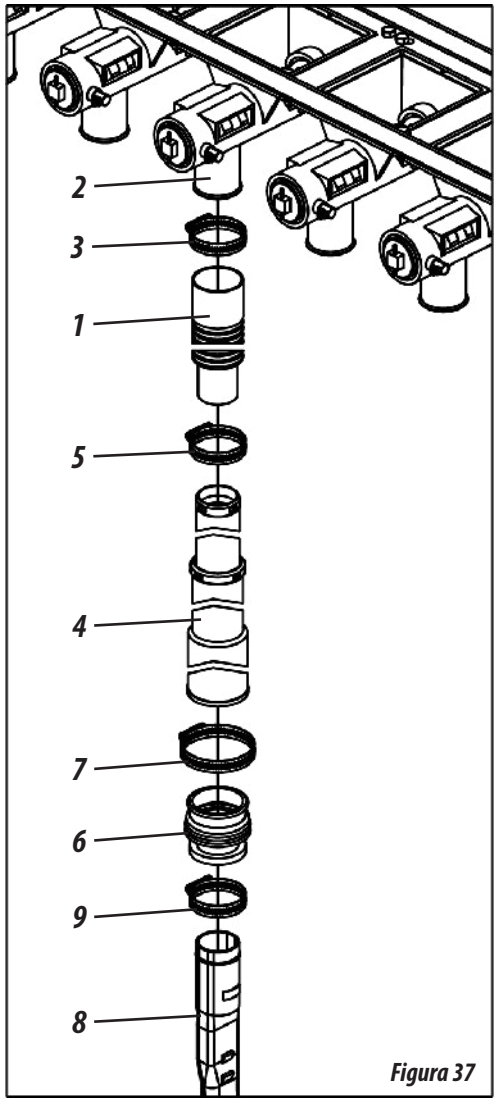

Figura 37
Para conducir el fertilizante del distribuidor hasta el suelo, conecte la manguera (1) en las salidas del conductor independiente (2) a través de las presillas (3). A continuación, acople el conductor telescópico (4) en la manguera (1) fijándolo a través de la presilla (5). Luego acople la conexión de goma (6) en el conductor telescópico (4) fijándola a través de la presilla (7). Para finalizar, conecte la boquilla (8) en la conexión de goma (6), fijándola a través de la presilla (9), **como se muestra en la figura 37.**